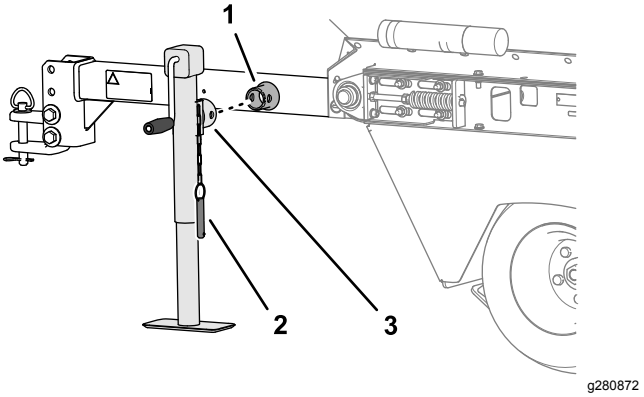

Rysunek 6
1. Nasuń stopę podporową na rurę mocującą stopy podporowej na dyszlu (Rysunek 6).
2. Wyrównaj otwory w podporze względem otworów w rurze montażowej i zamocuj podporę za pomocą sworznia (Rysunek 6).